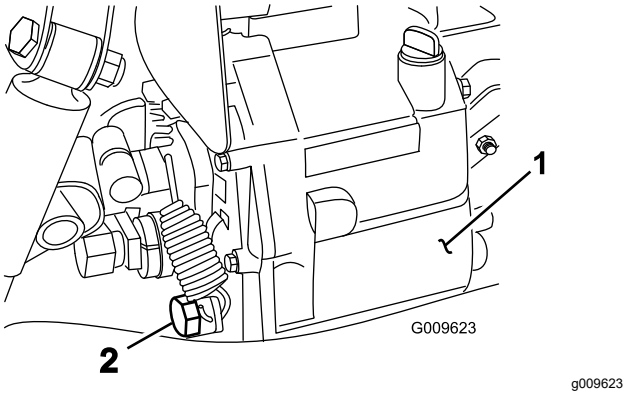

Figur 71
2. Fjern aftapningsproppen fra siden af beholderen, og lad hydraulikvæsken løbe ud i en drænbakke (Figur 71).